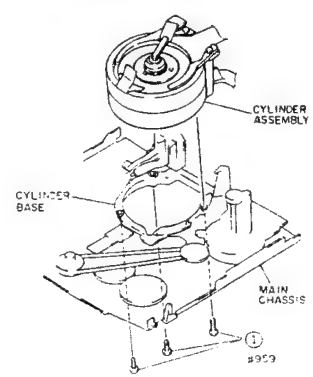

Fig. 2-63
1) Remove three (3) screws and remove the cylinder assembly from the main chassis. (See Fig. 2-63)